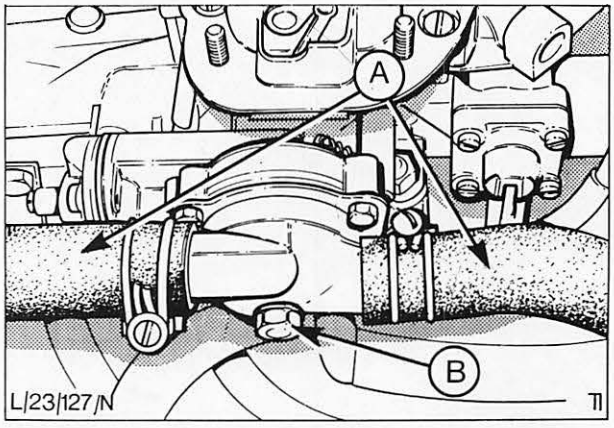

Abb. 122 Wassergehäuse der Startautomatik
4. Beide Schläuche der Startautomatik abschließen und so hoch wie möglich vom Vergaser weglegen. Mittlere Halteschraube des Wassergehäuses lösen, Abb. 122.